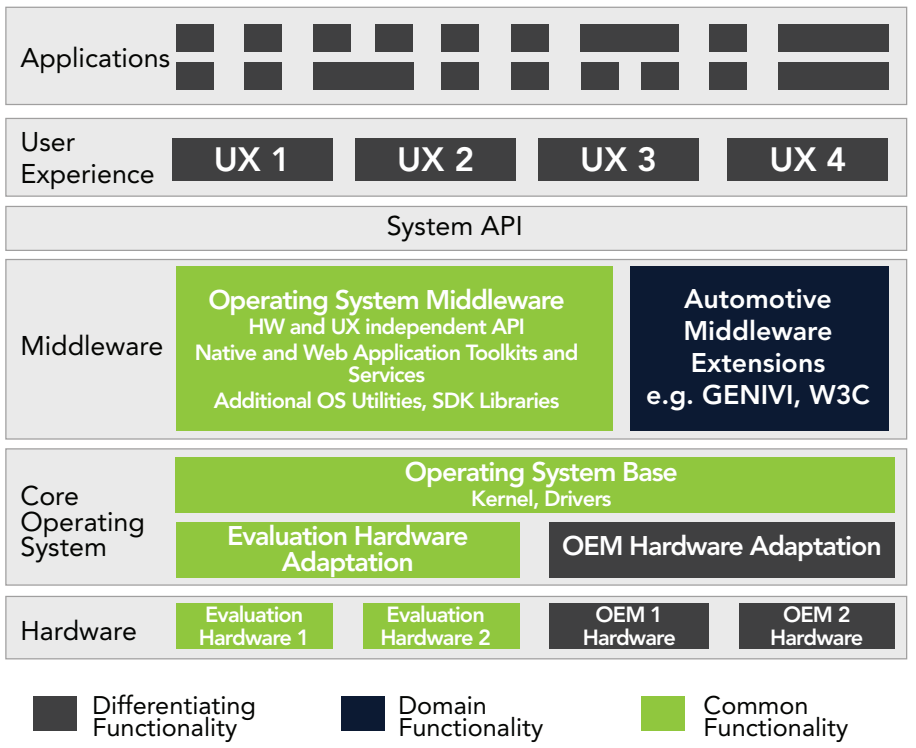
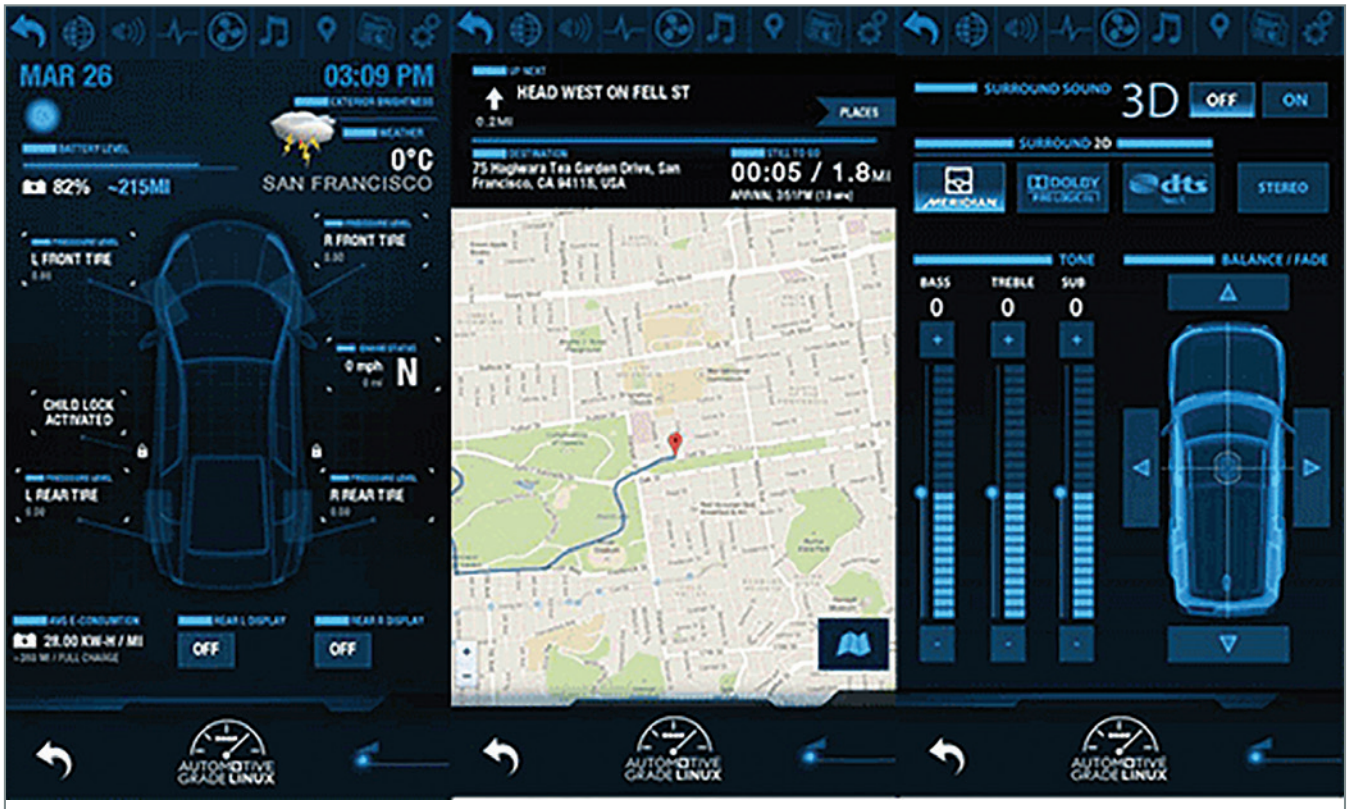

Figure 1 The Automotive Grade Linux reference architecture.
Figure 2 HTML5 demo apps built on the AGL reference platform.
To our knowledge, this is the first open in-vehicle infotainment (IVI) specification available. It's open to anyone, can be downloaded from our website, and anyone can go ahead and give us feedback on it. It defines a highly integrated, Linux-based reference platform that has all of the services you would expect like Wi-Fi, Bluetooth, multimedia, location-based services (LBSs), a windowing system, layer management, life cycle, and audio management (Figure 1). It defines support for both native Linux apps and HTML5 apps, which makes us unique because we're going to be supporting both as we have members that want HTML5 and we have members that want native, so we're going to make them coexist (Figure 2). We're building the reference platform on multiple types of hardware, so x86 of course and various versions of ARM chips. Right now we have a Renesas R-Car reference board and we're planning to add a Texas Instruments (TI) and a Freescale board also. So, basically whoever is willing to step up and help us on a given hardware platform, we're willing to do it.